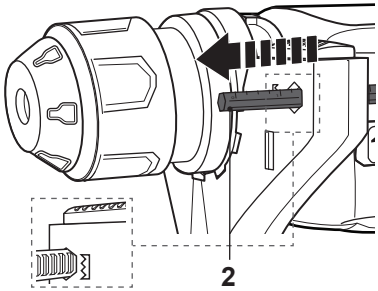

Fig. 5
> Coloque o limitador de profundidade (2) no orifício tal como se mostra (Fig. 5).